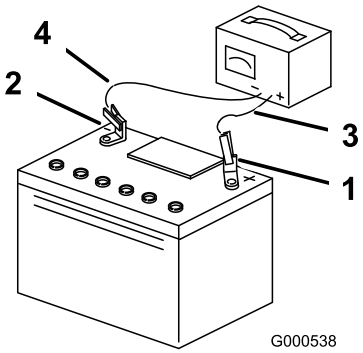

Figura 50
3. Quando a bateria estiver totalmente carregada, desligue o carregador da tomada elétrica e em seguida desligue os cabos do carregador dos bornes da bateria (Figura 50).